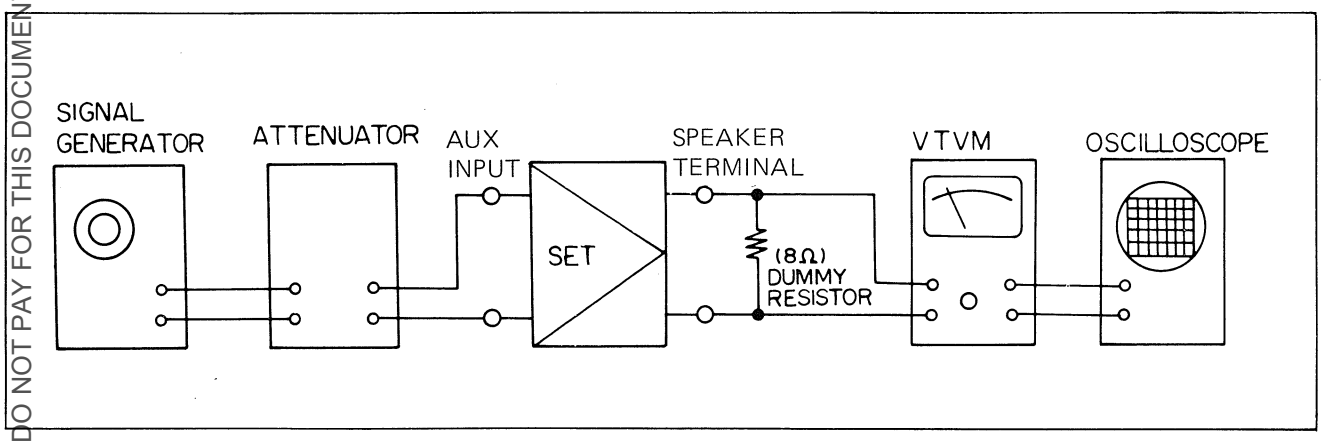

Figure 50
(See Figure 50 and 52)
4. By using a signal generator (1kHz, 300mV), apply signals to the socket AUX located at the rear of the set and adjust the volume control and balance control so that the output signal of the speaker terminal becomes 1W = 2.8V. (See Figure 50)